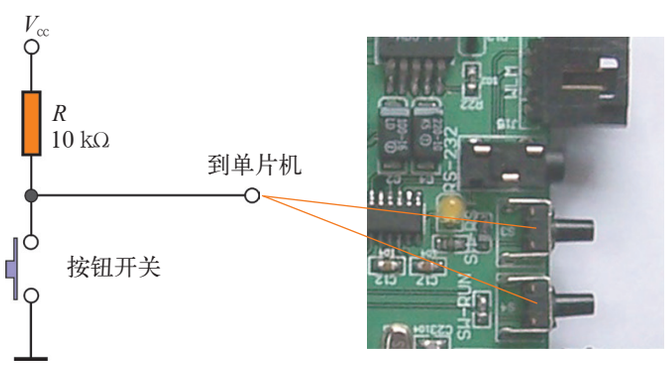

图 3.3　启动、停止按钮输入接口
如果用户程序已经被固化在单片机中，那么一旦按下启动按钮，机器人便按照用户程序开始运转。停止按钮的作用是使程序终止执行。这两种按钮开关的输入电路相同，只是对应的单片机输入引脚不同，如图 3.3 所示。
1. 图 3.3 的电路中，电阻 R 的作用是什么？